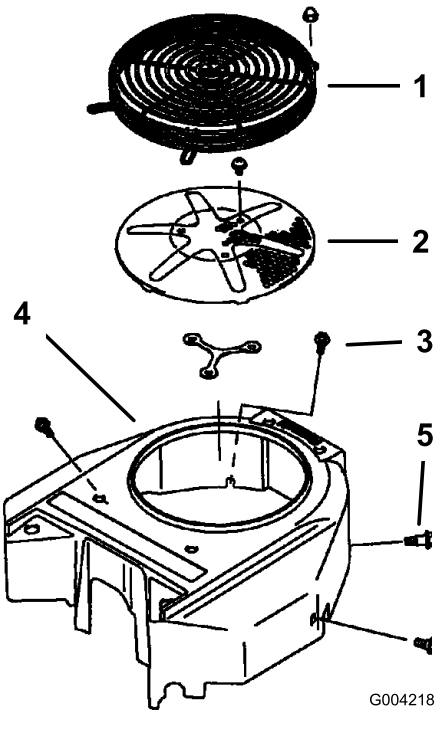

**Figur 83**
3. Fjern luftindtagsskærmen, tilbageslagsstarteren og ventilatorhuset (Figur 83).
5. Monter luftindtagsskærmen, tilbageslagsstarteren og ventilatorhuset (Figur 83).